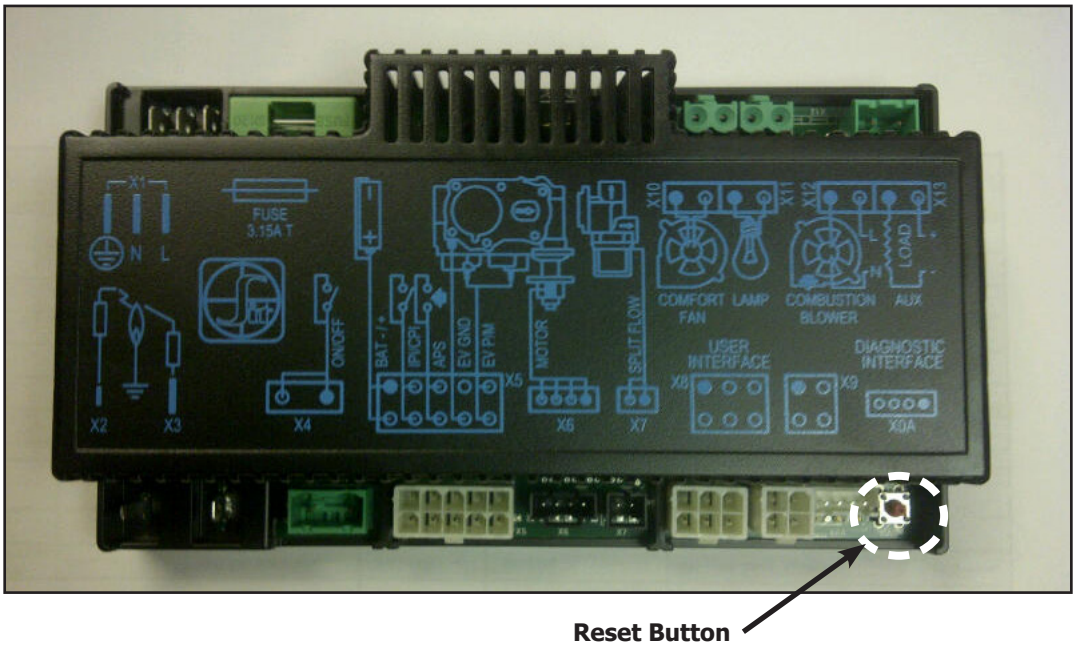

Figure 6: Integrated Fireplace Controller
The Proflame 2 IFC (Figure 6) connects directly to the gas valve, stepper motor, pilot, covection fans (optional) and light kit (optional) with a wiring harness. The IFC is mainly powered by 120 VAC but can also run off a battery backup four (4) AA type batteries for shorter periods of time. The IFC accepts commands via radio frequency from the Transmitter to operate the appliance in accordance with the particular Proflame 2 system configuration. The IFC has a red reset button at the front right corner that is used is to synchronize the Transmitter when using the for the first time, or after the batteries have been replaced.
Install the four (4) AA batteries into the IFC battery holder. Note the polarity of the battery and insert into the battery bay as indicated on the body of the battery holder. Press the reset button on the IFC marked "SW1" (see Figure 6).